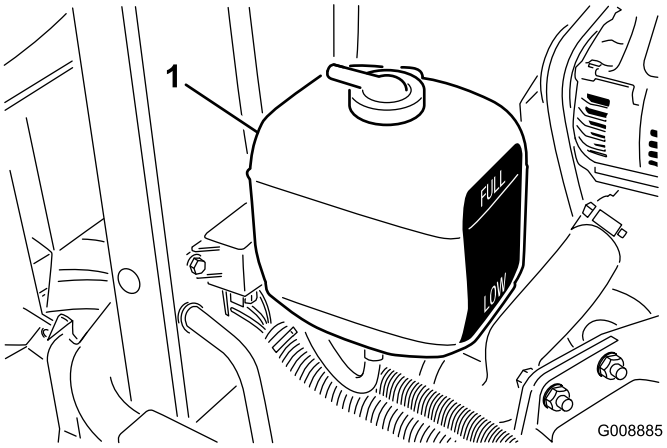

Figur 29
1. Kontroller kjølemiddelnivået i ekspansjonstanken (Figur 29). Når motoren er kald, skal kjølemiddelnivået være omtrent midt mellom merkene på siden av tanken.